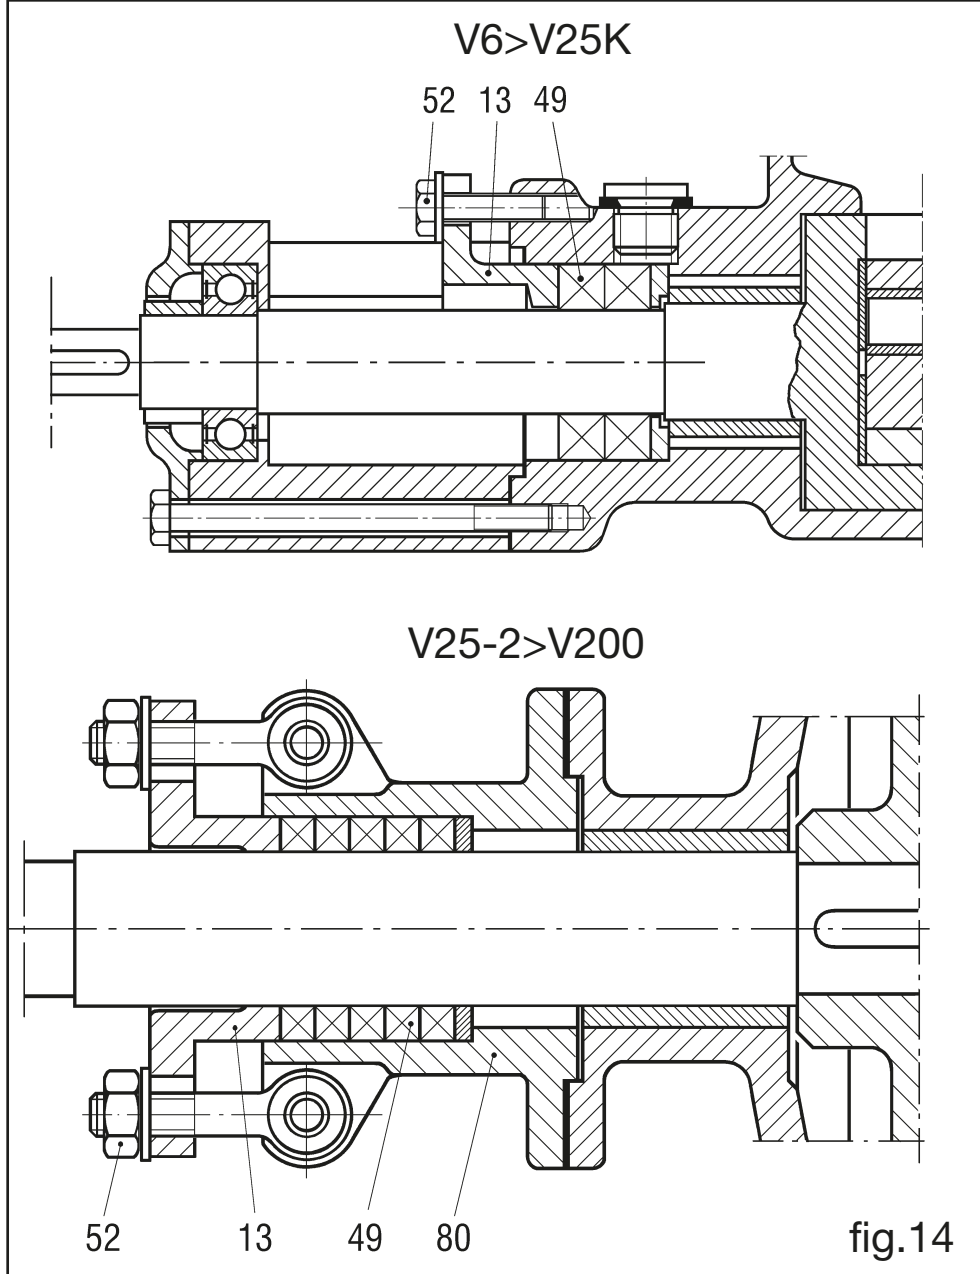

fig.14
11.7 Extracción de la junta estanca con empaquetadura de bombas de hierro fundido de V25-2 a V200 (fig. 14)